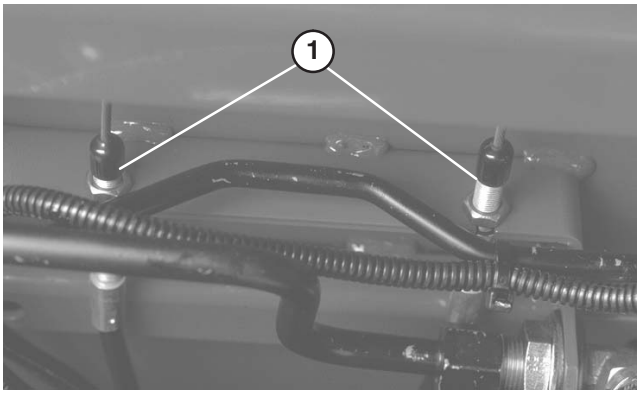

Bild 63
2. Lockern Sie zum Reduzieren des Spiels der Bremspedale die vordere Mutter am Gewindeende des Bremszugs (Bild 63). Ziehen Sie dann die hintere Mutter an, um den Zug nach hinten zu bewegen, bis die Bremspedale 1,5 bis 2,5 cm Spielraum haben. Ziehen Sie die vorderen Muttern fest, wenn die Bremsen einwandfrei eingestellt sind.